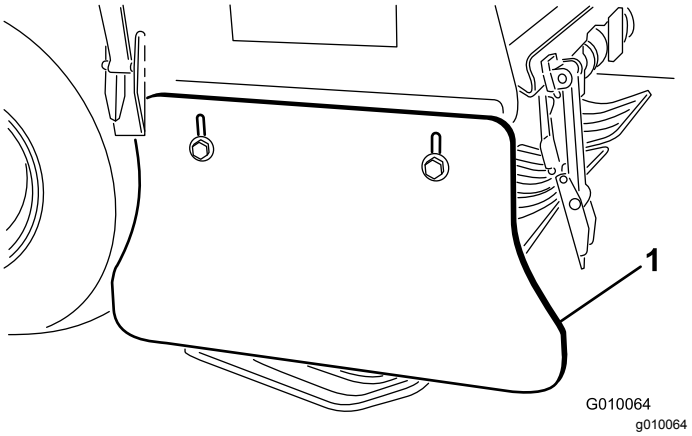

Figur 63
2. Løsn de bolte og møtrikker, der fastgør sideskærmen til stellet (Figur 63).